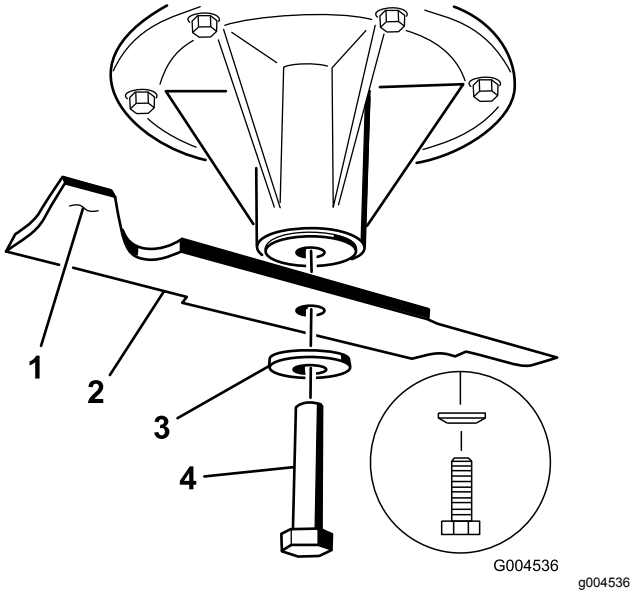

Figure 114
2. Enlevez de l'axe, le boulon, la rondelle bombée et la lame (Figure 114).
1. Placez la lame sur l'axe (Figure 114).
2. Montez la rondelle bombée et le boulon de la lame (Figure 114).